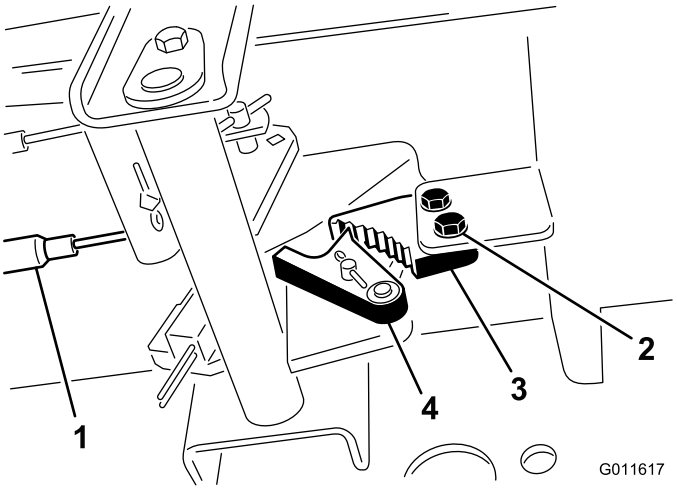

Figur 73
1. Løsn de to skruer, der fastholder parkeringsbremsepedalen på stellet (Figur 73).
2. Tryk parkeringsbremsepedalen frem, indtil parkeringsbremselåsen kobler helt ind på bremsepedalen (Figur 73).